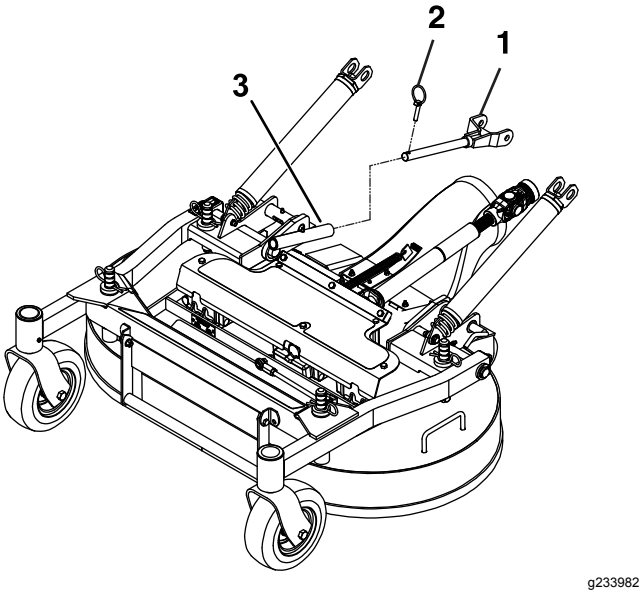

**Figuur 79**
7. Verwijder de borgpennen aan de voorkant van de duwarmen aan beide kanten van de machine (Figuur 79).
7. Zet de duwarmen met de borgpennen vast aan de linker- en rechterkant van de machine (Figuur 79).